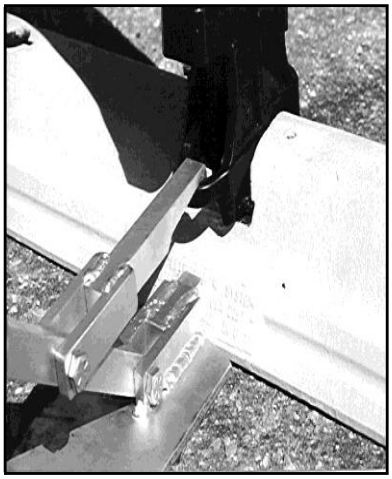

Fig 4
4. Use the long Panel Puller handle to pull the reboundable Flex Boot through the L60 SEPARATOR. If the reboundable Flex Boot misaligns as it moves through the L60 SEPARATOR, maneuver the Panel Puller to the left or right to make adjustments (Fig 4). Remember the soapy water if you have difficulty.